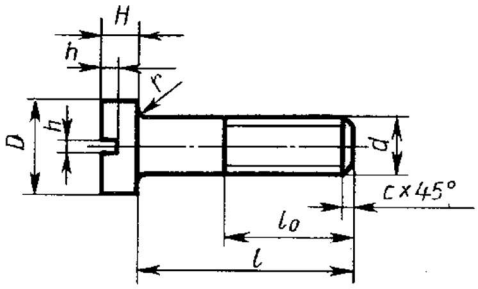

Рисунок 45
2. с цилиндрической головкой, ГОСТ 1491 - 80 (рисунок 45).